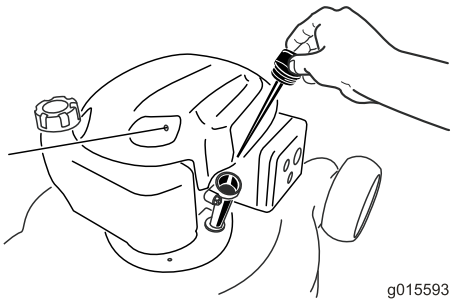

Figuur 13
2. Neem de peilstok eruit (Figuur 13) en giet ongeveer 3/4 van de capaciteit van het oliecarter in de vulbuis.